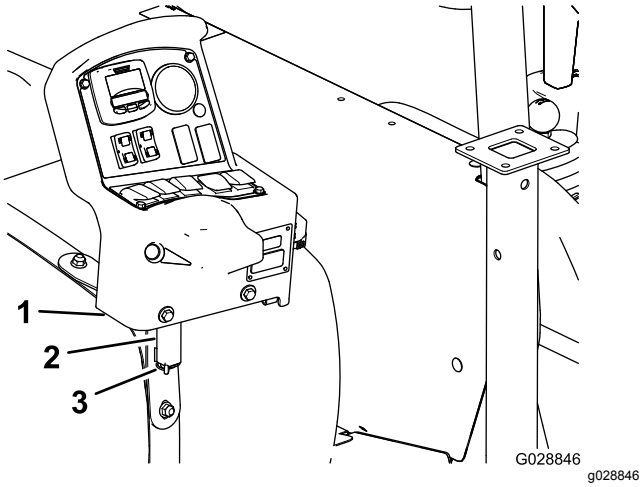

Figur 6
2. Ret drejetappen på kontrolkonsollen ind efter opbevaringsbeslaget på den forreste tankrem (Figur 6).
3. Sæt konsollen på beslaget, og fastgør drejetappen til beslaget med låseclipsen (Figur 6).